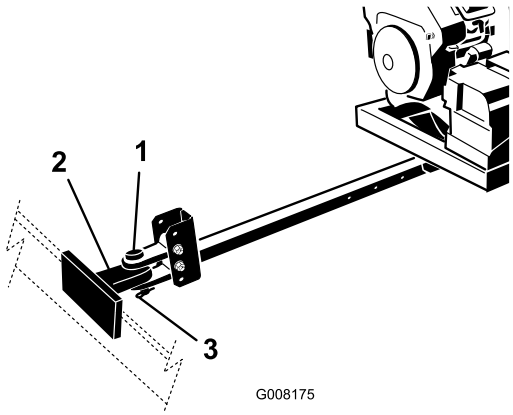

**Figur 6**
4. Kobl gaffelbolten på blæsemaskinens bugsertræk til bugseringskøretøjets bugsertræk med koblingstappen og gaffelbolten (Figur 6).